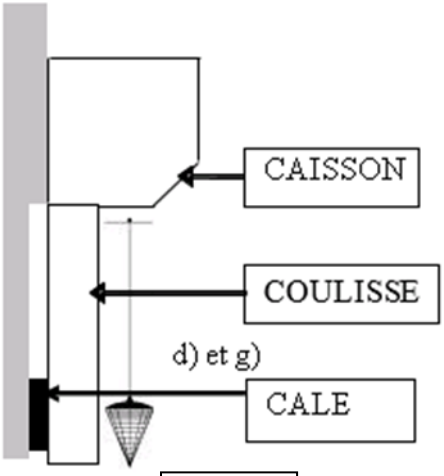

Figure 2
d. Vérifier l'aplomb frontal de la coulisse de droite (*Figure 2)* et la caler si besoin
g. Vérifier l'aplomb frontal de la coulisse de gauche (*Figure 2*) et le repérer par traçage, caler si besoin